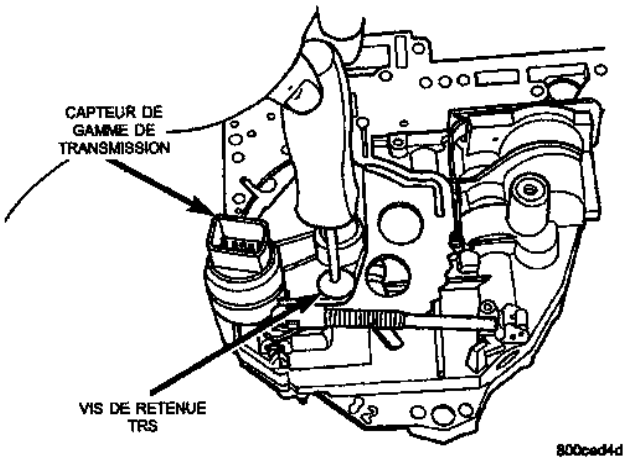

Fig. 21 Dépose de vis de retenue
(12) Déposer la vis de retenue du TRS (Fig. 21).